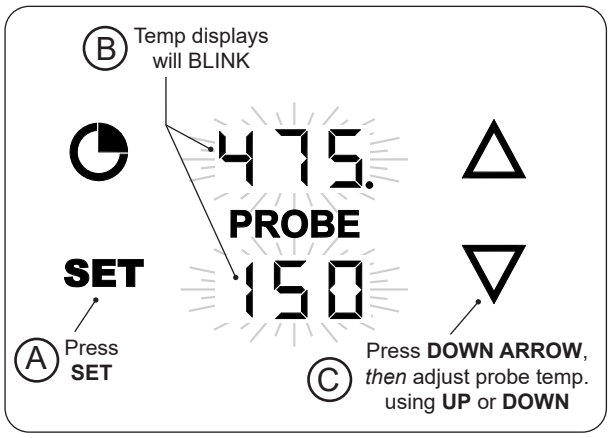

Fig. 31-1 Set probe temperature
1. With the thermometer/thermostat **on** and the meat probe plugged in, press the **SET** button once. The grilling and probe displays will blink. (While blinking, either area can be selected to enter their settings.) See Fig. 31-1, A and B.
2. Press the **DOWN ARROW** to select the probe settings, *then* you may use the up or down arrows to set the desired temp (Fig. 31-1, C).